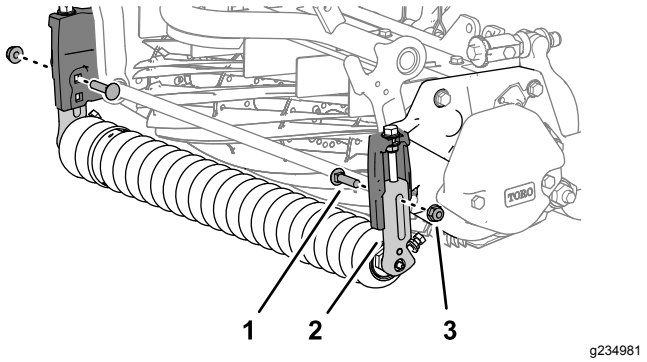

Figuur 3
3. Werk aan één zijde van de maai-eenheid en verwijder de slotbout en flensborgmoer waarmee de maaihoogtebeugel aan de zijplaat is bevestigd (Figuur 3).
5. Herhaal stap 3 voor de maaihoogtebeugel aan de andere zijde van de maai-eenheid, en verwijder de beugel (Figuur 3).